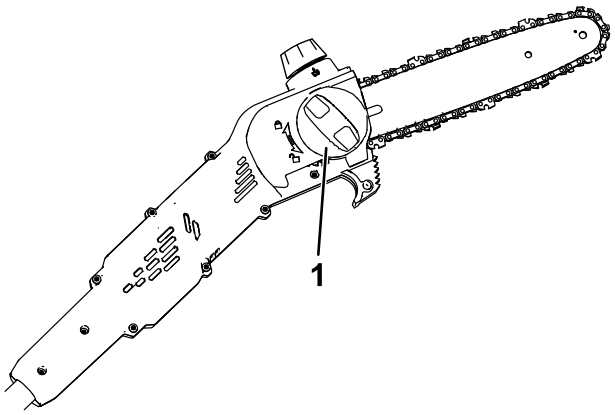
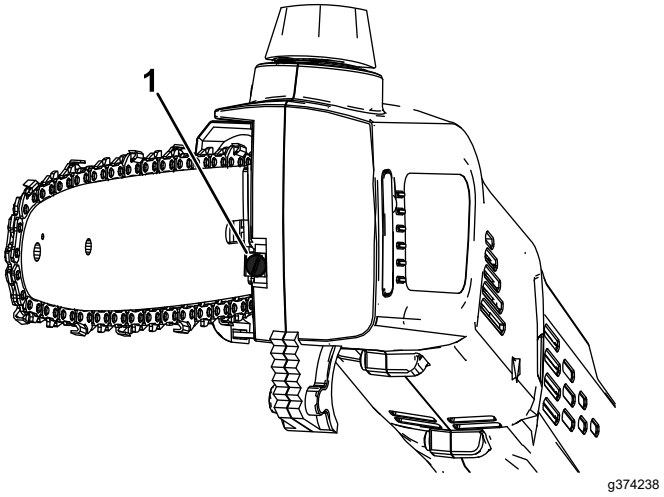

Figura 17
Figura 18
4. Gire el pomo de la cubierta de la espada en sentido antihorario para aflojar la cubierta, pero no la retire (Figura 17).
5. Ajuste la tensión de la cadena con el tornillo tensor de la cadena (Figura 18) y, a continuación, fije la cubierta lateral a la podadora de altura girando el pomo de la cubierta de la espada en sentido horario antes de comprobar la tensión (Figura 17).
3. Afloje la cadena girando el tornillo de apriete de la cadena en sentido antihorario (Figura 18).